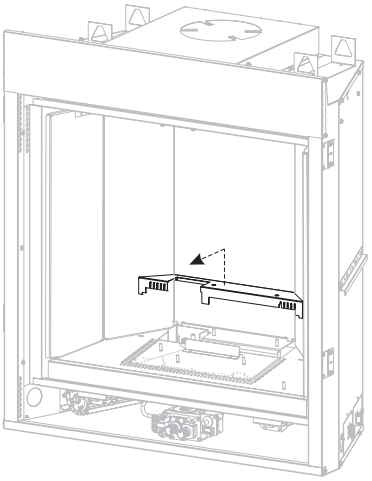

Figure 7
4. Remove the modern cover by lifting off. **See Figure 7. (At installation modern cover is behind valve)**
22. Replace modern cover removed in step 4. **See Figure 7.**